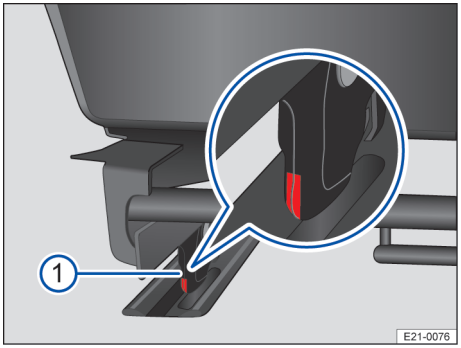

Fig. 74 Troisième rangée de sièges : indicateur de verrouillage de plancher
Le siège est correctement encliqueté lorsque le repère rouge sur le verrouillage de plancher → fig. 74 ① n'est **pas** visible → ⚠.